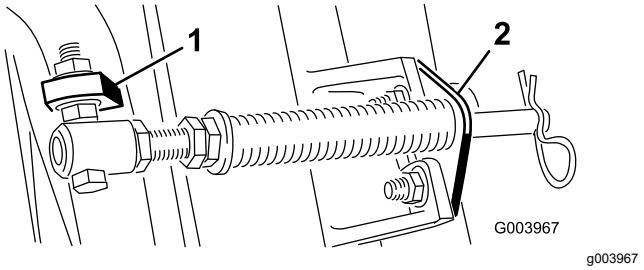
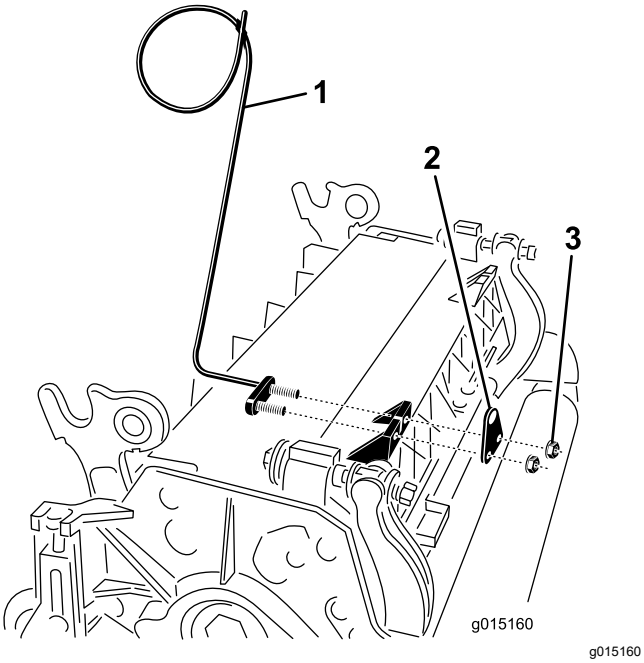

图 11
图 13
注意 将螺栓头朝向凸耳外侧如 图 11所示。
E. 使用车身螺栓和螺母将杆支架固定到滚刀组凸耳上图 11。在滚刀组上当重新安装杆支架时将左侧软管导管安装到滚刀组凸耳的前面 (图 13)。